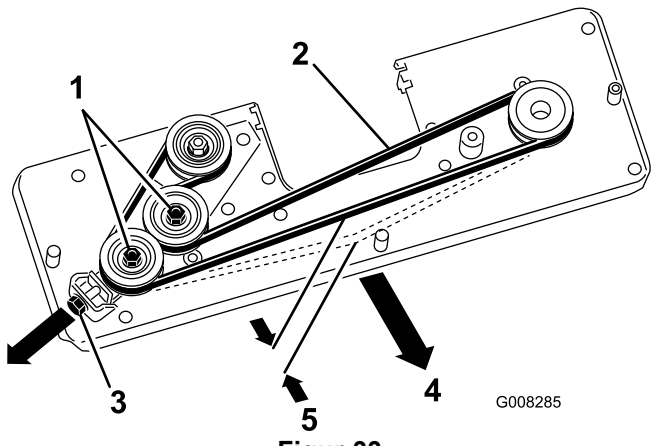

Figur 33
4. Lossa de 2 sexkantsmuttrarna på mellanremskivan (Figur 33).
5. Justera M10-muttern tills remmen böjs ned 5 mm vid en kraft på 30 N (Figur 33).